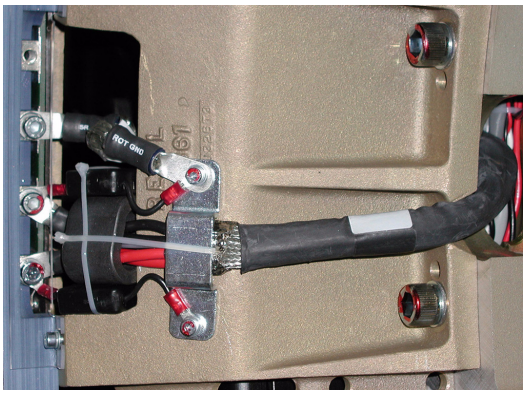

Figure 8-89 Slipring Filter
31.) Secure all rotating harnesses with ty-raps as observed at start of this procedure (Figure 8-89).